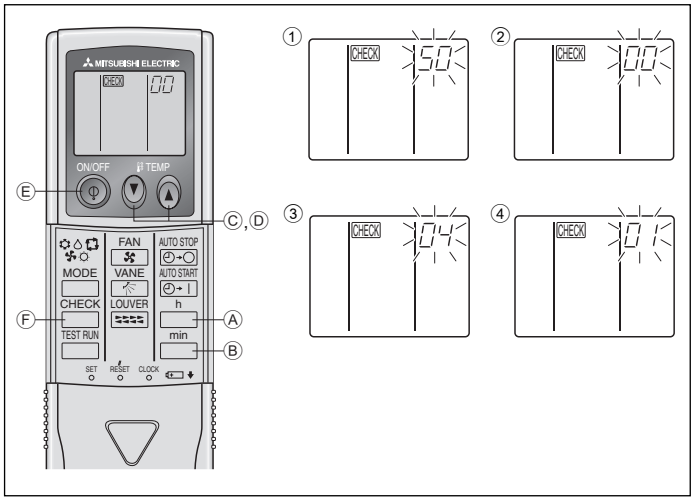

Fig. 6-9
⑧ Pulse el botón MODE Ⓔ para que el modo y el número de configuración (I) y (II) estén continuamente activados y se pueda confirmar el contenido de la configuración.
⑨ Mantenga simultáneamente presionados los FILTER Ⓐ y TEST RUN Ⓑ durante dos segundos por lo menos. La pantalla de selección de funciones desaparecerá momentáneamente y aparecerá la visualización de desconexión (OFF) del acondicionador de aire.
2) Para controlador remoto inalámbrico (Fig. 6-9)